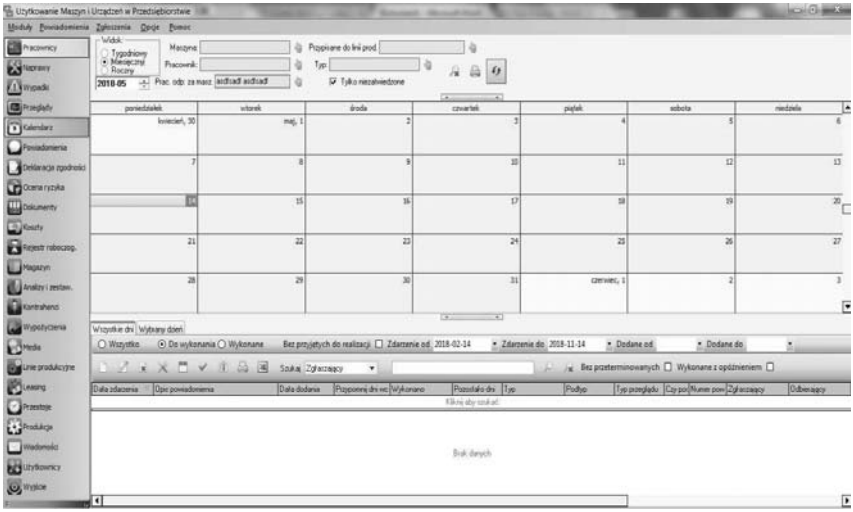

Rys. 3/5.6-1 Okno modułu kalendarza
- Panel filtrowania pozwala na wybór widoku kalendarza (miesięczny, roczny), który będzie wyświetlał się poniżej oraz dokładne określenie roku czy miesiąca, który chce się mieć widoczny. Pozwala także na pokazywanie informacji ze względu na następujące kategorie: maszyna, osoba zgłaszająca, osoba odbierająca, typ zadania. Ikona pozwala wybrać kategorię filtrującą, odpowiednio z listy maszyn, pracowników oraz listy typów zadań (rys. 3/5.6-2). Istnieje także opcja po-